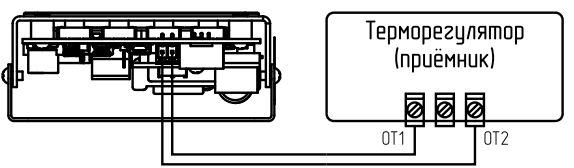

Рис.8 Схема подключения котла к терморегулятору (приемнику) по цифровой шине OpenTherm.
5.6.4.1. Подключите провода к клеммной колодке в соответствии с электрической схемой (см. Рис.8) к контактам OT1 и OT2.